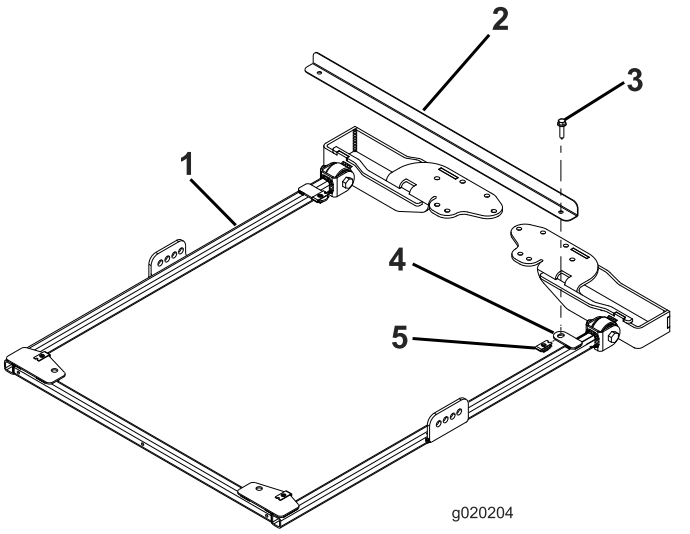

図 11
1. フレームを正しく整列させるために、サンシェードのフレームの後部にある取り付けタブに、フレーム整列バーを取り付けるフランジヘッドボルト5/16 x 1¼"2本を使用して図 11のように取り付ける。